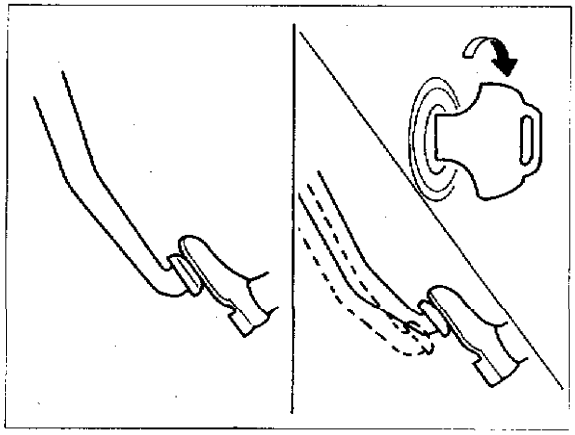

图 8－2－11
(1) 操纵性检查，见图 8－2－11。发动机熄火状态，踩制动踏板几次，踏板行程应无变化。踏下制动踏板启动发动机，制动踏板应略微下降。
(2) 气密性检查，见图 8－2－12。启动发动机，1min 或 2min 后停止，慢慢踩下制动踏板几次。如图所示，第 1 次踩下行程最大。